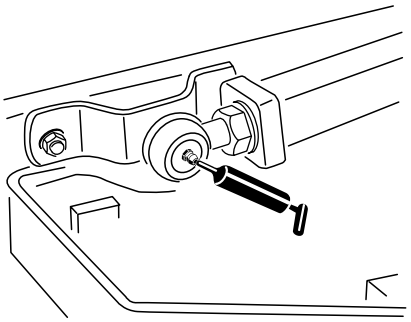

Figuur 43
- Kogelverbindingen van hefarm (2) (Figuur 43)